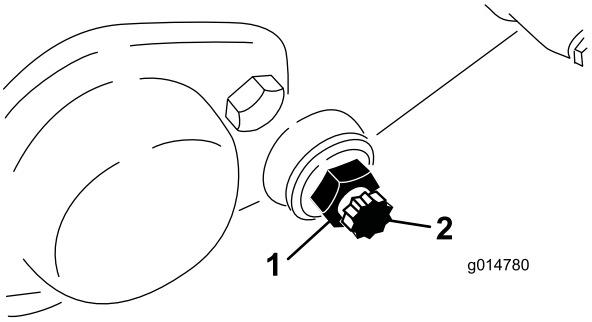

**Figur 59**
3. Løsne låsemutteren som fester motstangsbolten på begge sider av maskinen (Figur 59).
4. Fjern begge motstangsboltene slik at motstangen kan dras nedover og fjernes fra maskinen. La de to skivene av nylon og stanset stål på hver side av motstangen stå (Figur 59).